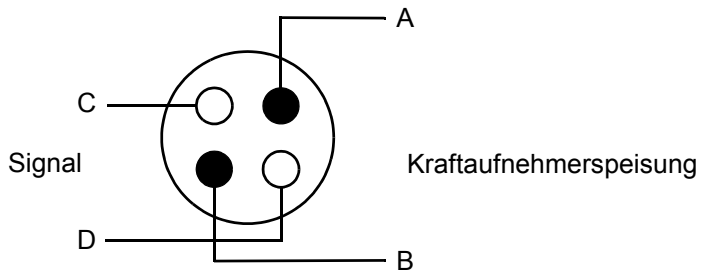

Abbildung 2-2. Belegung der Adern im Kraftaufnehmerkabel
- Als Kabel vom Kraftaufnehmer **muss ein stabiles, vieradriges Kabel** verwendet werden, siehe Abbildung 2-2.